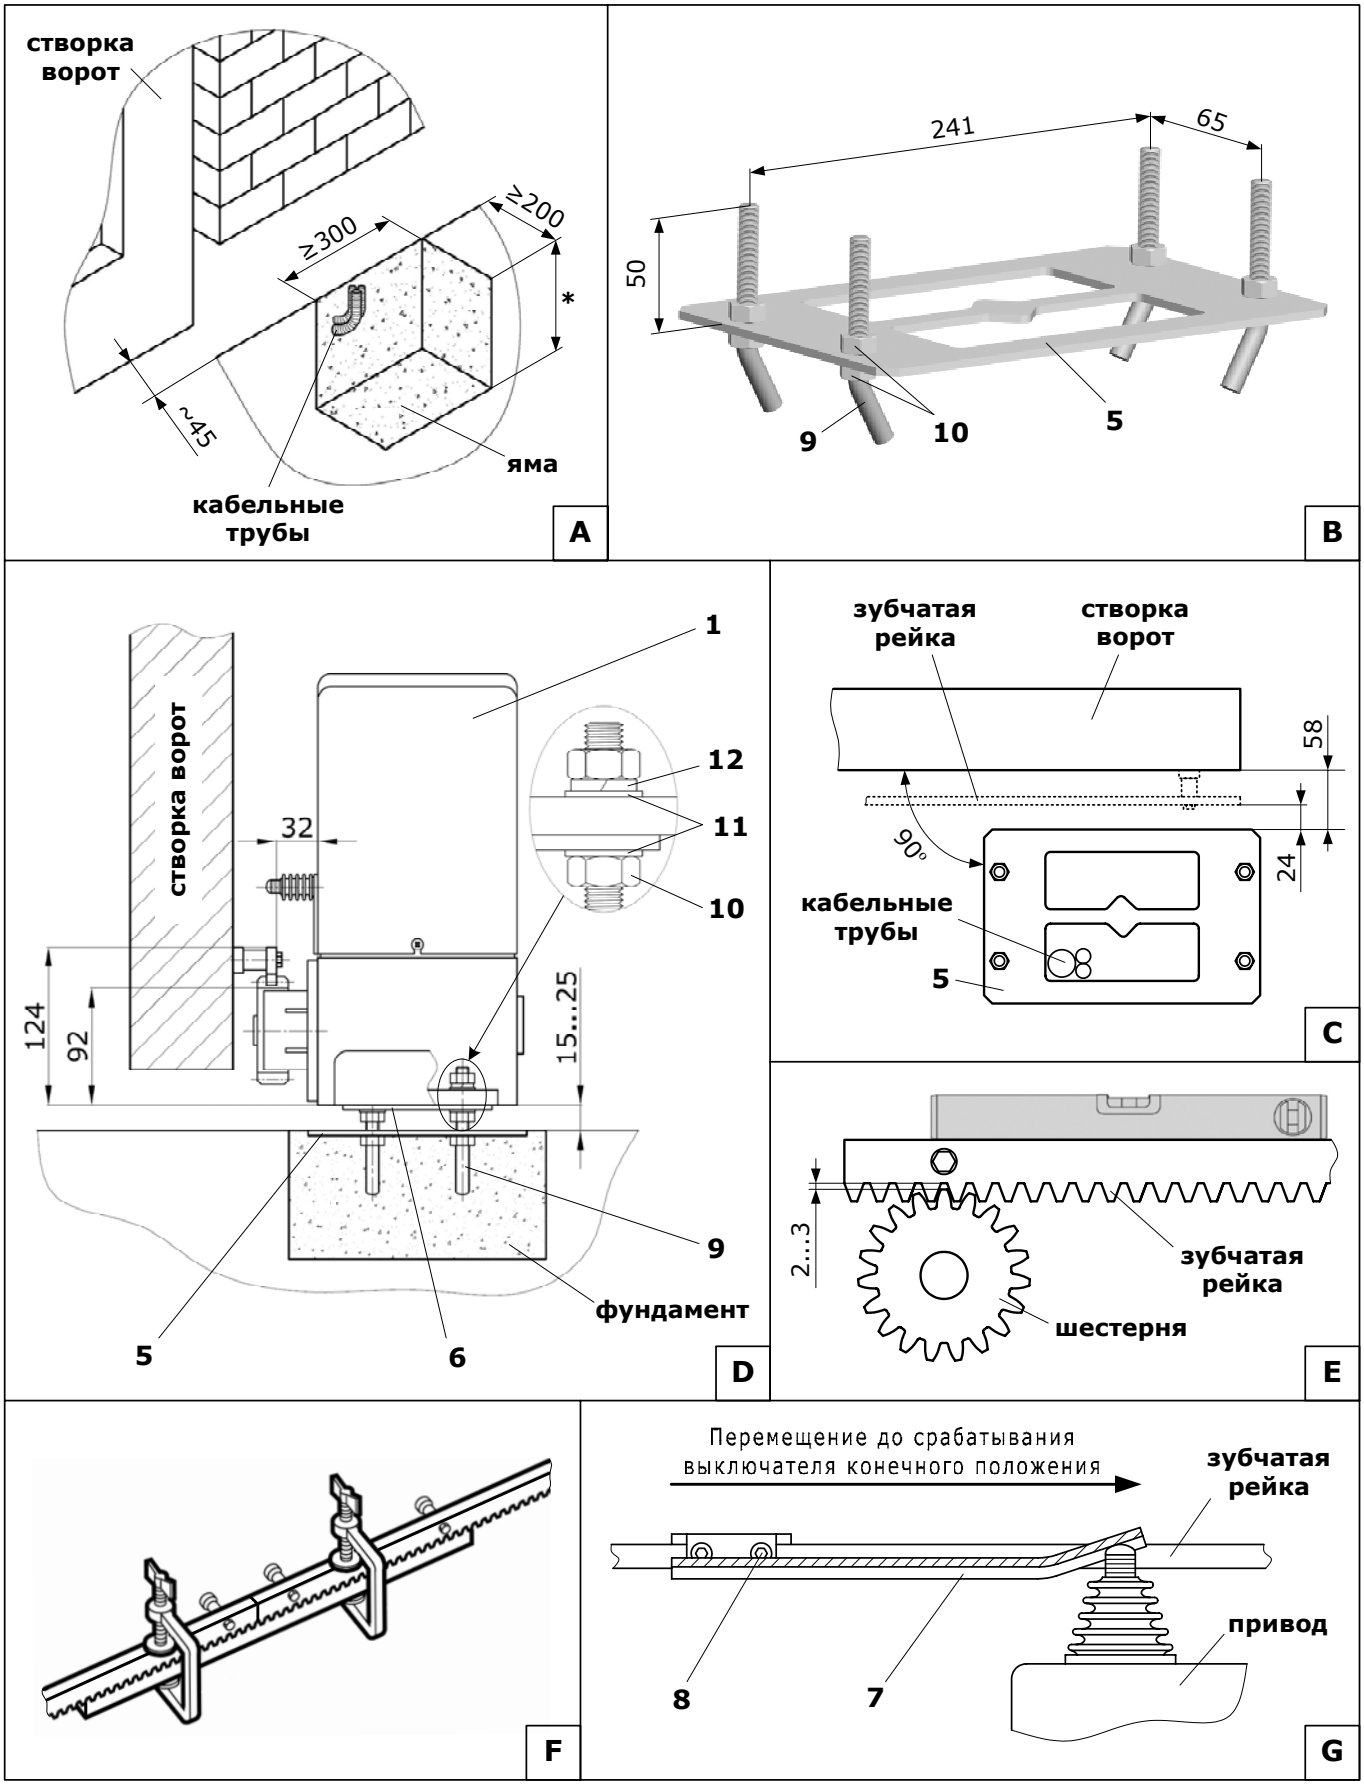

Рис. 3. Монтаж привода
- Подготовьте яму (Рис. 3А) под фундамент для привода. Расположение ямы относительно проема выберите в зависимости от конструкции ворот (например, при самонесущих воротах привод располагается так, чтобы шестерня находилась посредине между роликовыми опорами). *) Яму выполняйте на глубину, при которой не происходит промерзание грунта.